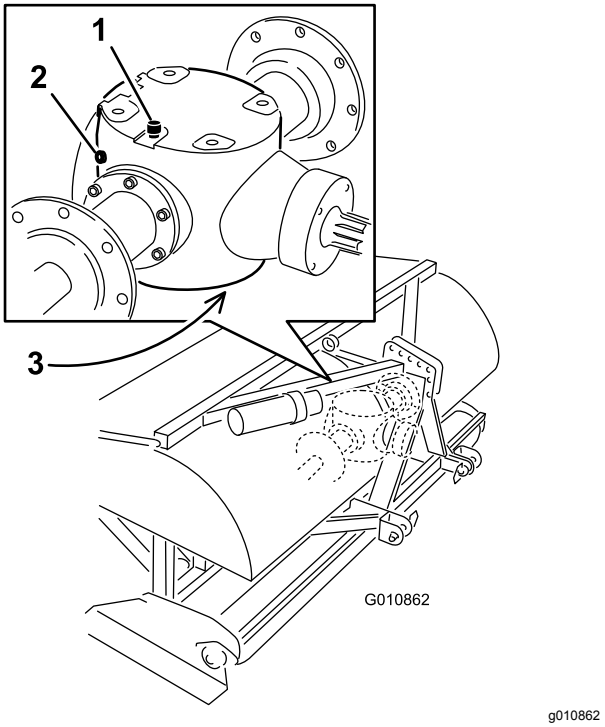

Figur 46
3. Tag kontrolproppen af gearkassen (Figur 46).
4. Kontroller, at olien når op til bunden af kontrolprophullet i gearkassen (Figur 46).
1. Fjern snavs fra udluftnings-/påfyldningsproppen og aftapningsdækslet for at undgå kontaminering (Figur 46).